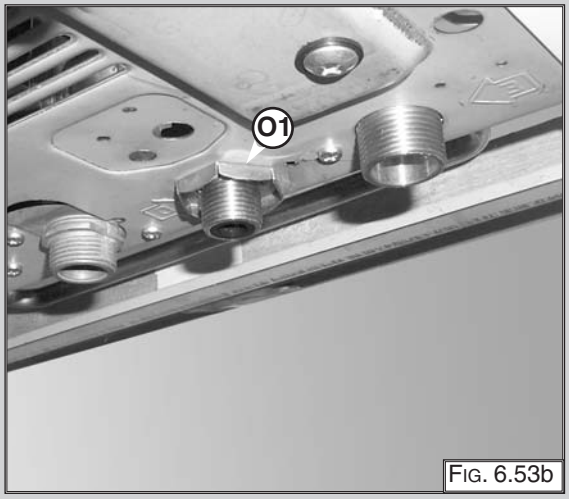

FIG. 6.53b
3. Release the nut “O1” (FIG. 6.53b) and remove the D.H.W. flow switch.